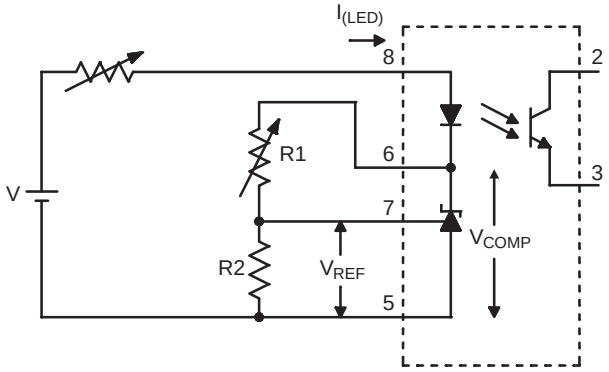

Figure 3. ΔV_{REF} / ΔV_{COMP} Test Circuit
5. The dynamic impedance is defined as $|Z_{OUT}| = \Delta V_{COMP} / \Delta I_{LED}$. When the device is operating with two external resistors (see Figure 3), the total dynamic impedance of the circuit is given by: